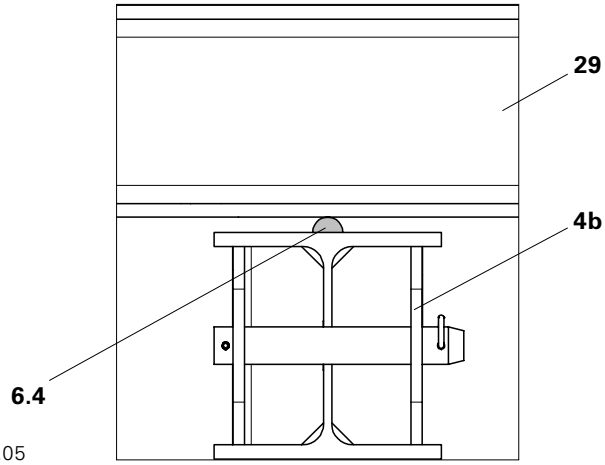

Fig. A4.05
2. Push Trolley (12) under the longitudinal beam (29) on the Main Beam HDT (4b) and fix cross tube (12.1).
4. Push the lever (12.3) downwards; the longitudinal beam (29) is then lifted approx. 5 mm.
5. If installed, remove centering bars (6.4). (Fig. A4.05)